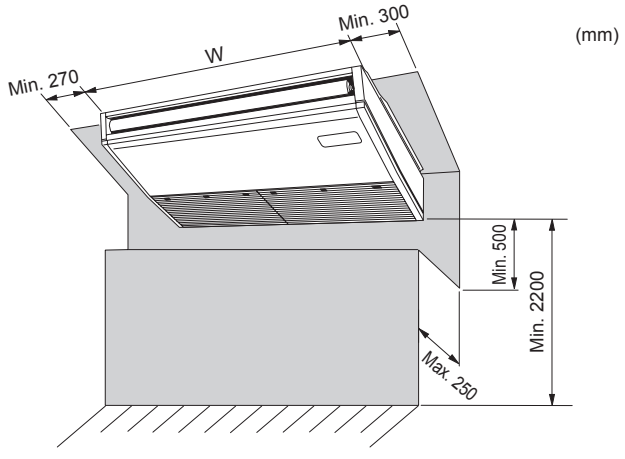

Fig. 2-1
2.1. Außenabmessungen (Innenanlage) (Fig. 2-1)